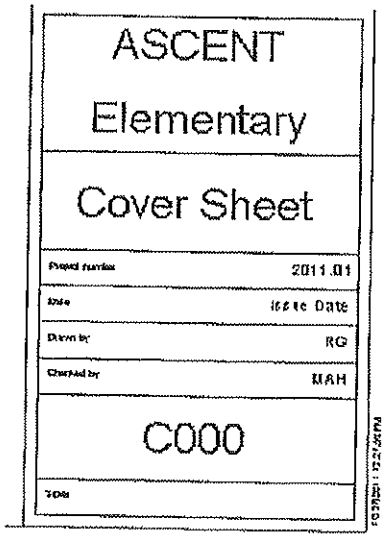

Figure 12–24
5. Continue filling out the title block, as shown in Figure 12–24. Note that changing the sheet number and sheet name also changes the name in the Project Browser. Certain labels can be entered on a per sheet basis, such as the *Sheet Name*, *Sheet Number*, *Drawn by*, and *Checked by*. Leave the *Issue Date* as is.